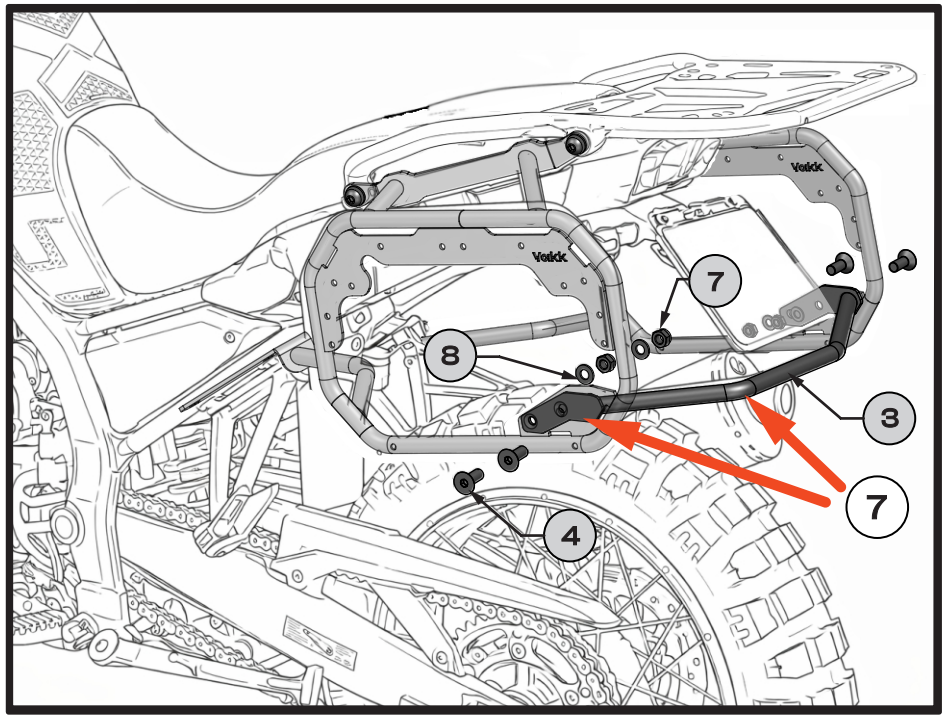

Fig.8
7.Mount and fasten the center bracket **[3]** to right and left Side carrier **[1]** , **[2]** using bolts **[4]**, securing them with nut **[7]** and washer **[8]**. **[Fig. 8]** Repeat on the opposite side of the motorcycle.